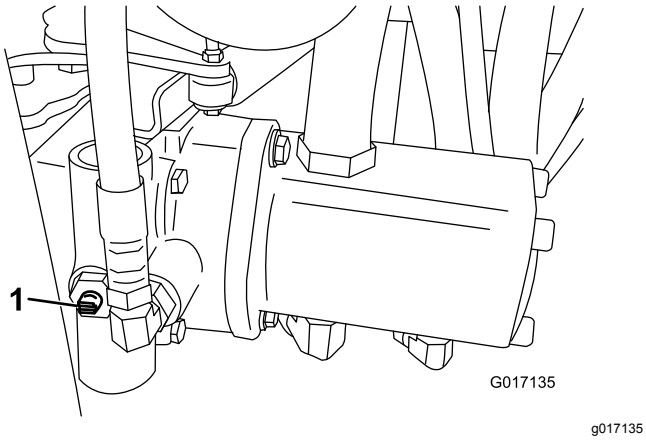

Figur 24
1. Finn omløpsventilen på pumpen, og vri den slik at åpningen står vertikalt (Figur 24).
2. Før du starter motoren, må du stenge omløpsventilen ved å vri den slik at åpningen står horisontalt (Figur 24). Ikke start motoren når ventilen er åpen.